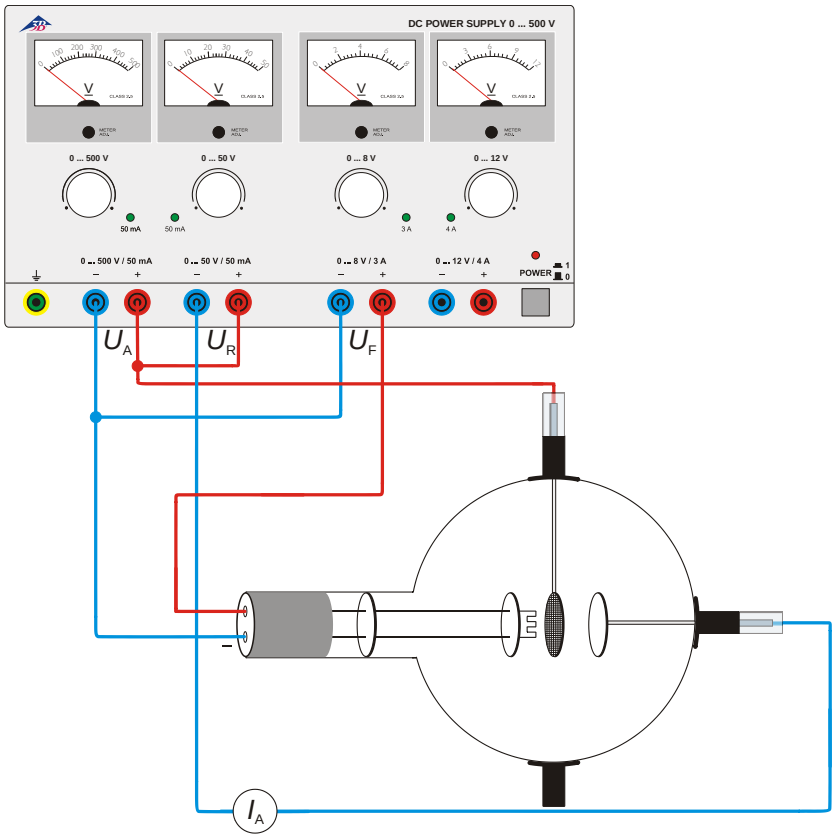

Fig. 4 Franck-Hertz-Anordnung
- Schaltung gemäß Fig. 4 herstellen.